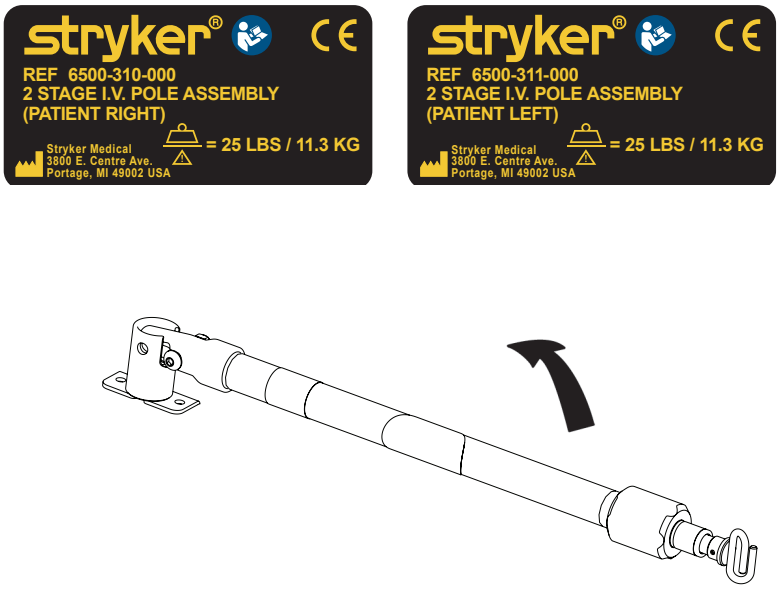

Figure 61
1. Soulever et tourner le support de perfusion replié et l'enclencher à fond dans son logement en appuyant dessus (A).
2. Pour allonger le support, tourner le verrou de blocage (B) dans le sens antihoraire et tirer sur la partie télescopique (C) du support pour l'élever à la hauteur voulue.
3. Tourner le verrou de blocage (B) dans le sens horaire pour bloquer la partie télescopique en place.
4. Suspendre les poches à perfusion sur le crochet à perfusion (D).
5. Tourner le verrou de blocage (B) dans le sens antihoraire et glisser la section (C) dans le tube inférieur.
6. Tourner le verrou de blocage (B) dans le sens horaire pour le serrer.
7. Soulever et tourner la potence vers le bas en position repliée (cf. Figure 61).